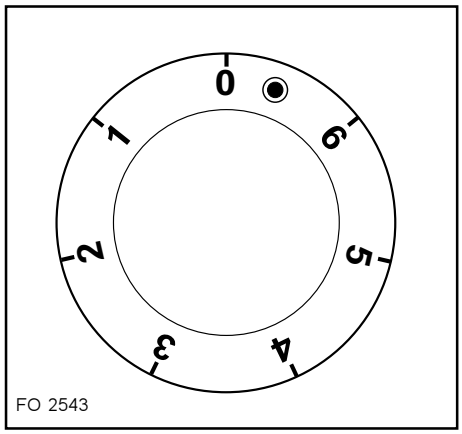

Fig. 3
C) Fig. 3: Zone de cuisson à double circuit: cette zone a deux éléments chauffants.
- Pour brancher les deux éléments chauffants, mettre le bouton sur la position max (6) et le retourner ensuite jusqu'à ce qu'il atteigne approximativement le symbole «O». Vous entendrez un «clic» et la zone supérieure sera ainsi sous tension. Repositionner ensuite le bouton sur l'intensité désirée. Les deux éléments fonctionneront maintenant simultanément, produisant une intensité de chauffe supérieure à celle d'une zone de cuisson ordinaire.